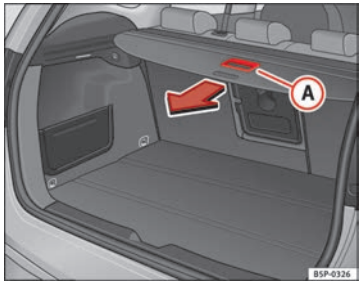

Fig. 121 Using the rear shelf
– Use the handle (A) to pull the shelf back until you hear a “click” ⇒ Fig. 121.